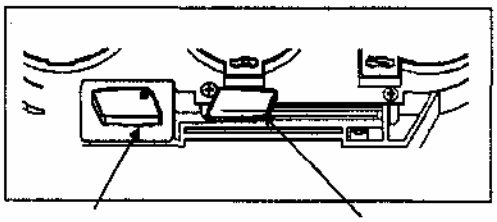

Рис. 792
Для включения системы кондиционирования воздуха, нажмите на кнопку кондиционера (Рис.792). После включения кондиционера, воздух в салоне автомобиля будет охлаждаться или будет снижаться влажность воздуха. Нажмите на выключатель еще раз, кондиционер при этом выключится, в этот момент сигнальная лампа погаснет.
**Рычаг управление циркуляцией воздуха (Рис. 792).**